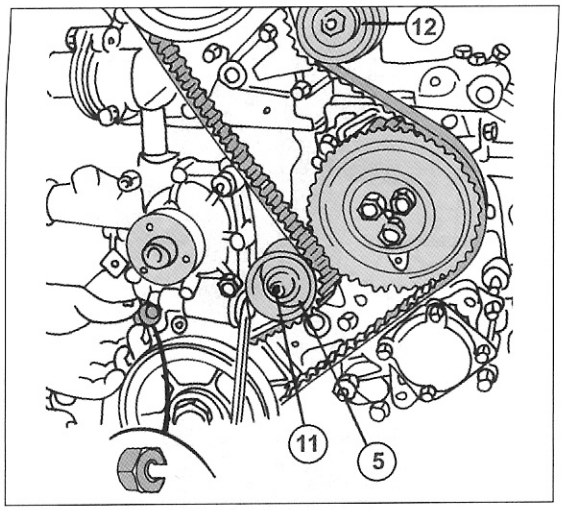

Bild 115
- Einen Schraubendreher in der in Bild 115 gezeigten Weise ansetzen und die Riemenspannrolle (5) damit nach links drücken. Die Mutter (11) lösen und gleichzeitig den Riemenspannerkolben mit dem Schraubenzieher zusammendrücken, bis er auf der anderen Seite heraus kommt. Die Mutter (11) mit der Spannrolle (5) in der neuen Stellung anziehen. Um zu verhindern, dass sich der Kolben wieder zurückstellen kann, die in Bild 38 gezeigte Mutter einschieben (siehe Bild 115, unten links). Wie bereits erwähnt, muss die Mutter auf einer Seite aufgesägt werden, sodass sie sich über den Kolben schieben lässt. Nachdem der Kolben (8) festgestellt ist, kann die Spannrolle (12) ausgebaut werden.